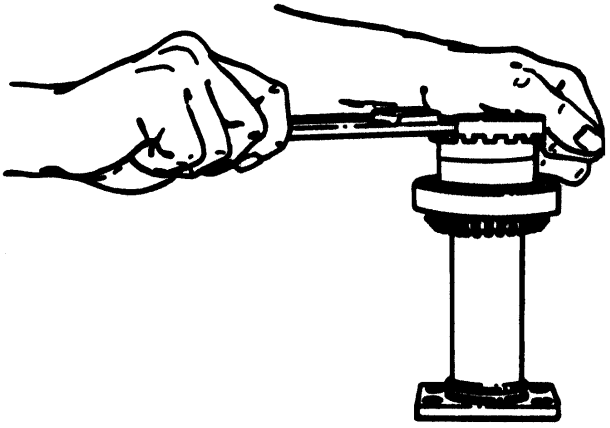

Figure 5. Removing Spanner Nut From Compressor Extension Shaft Using 3732 Holder and 3464–4 Wrench
i. Remove extension shaft (1) and bearing cage (19) from studding housing (3).
j. Remove retaining ring (18) from bearing cage (19).
k. Remove bearing locking key (14) from bearing cage (19) and ball bearing (17).
l. Remove extension shaft (1) from bearing cage (19) and remove front half of ball bearing (17) outer race from bearing cage.
n. Insert extension shaft (1) splined end in 3732 holder.
o. Straighten tangs on key washer (10) and using 3464–4 wrench, remove spanner nut (9) and key washer (10). (See figure 5.)